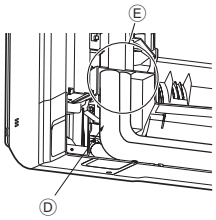

**Fig. 3-10**
6. Couvrir la partie évasée du raccord avec le cache-tuyaux du raccord en L ④ pour qu’il ne soit pas exposé. (Fig. 3-10)
8. Couvrir la partie évasée du raccord avec le cache-tuyaux du raccord en L ④ pour qu’il ne soit pas exposé. (Fig. 3-10)